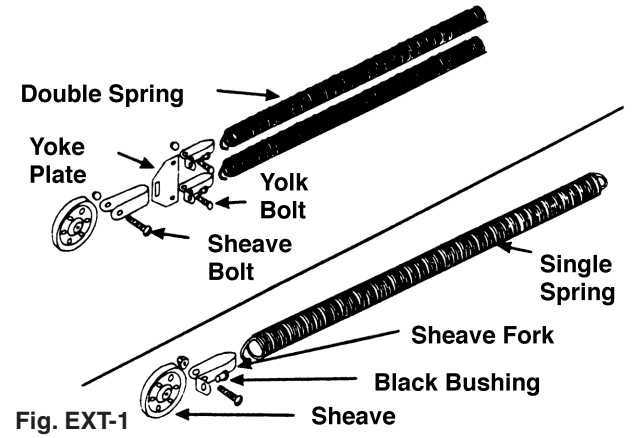

Fig. EXT-1
**Step 1:** Some doors will be supplied with two springs and some will have four. Assemble springs with sheaves on the floor. It is easier to attach the spring to the eye bolt and then attach sheave assembly. A 3/8" x 1 1/4" bolt and nut are used to attach the sheave. (FIG. EXT-1)